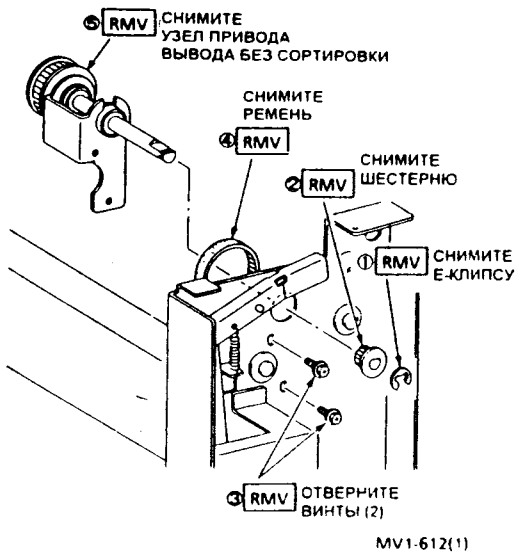

Рис. 5
14.(Рис. 5): Снимите узел привода вывода без сортировки.